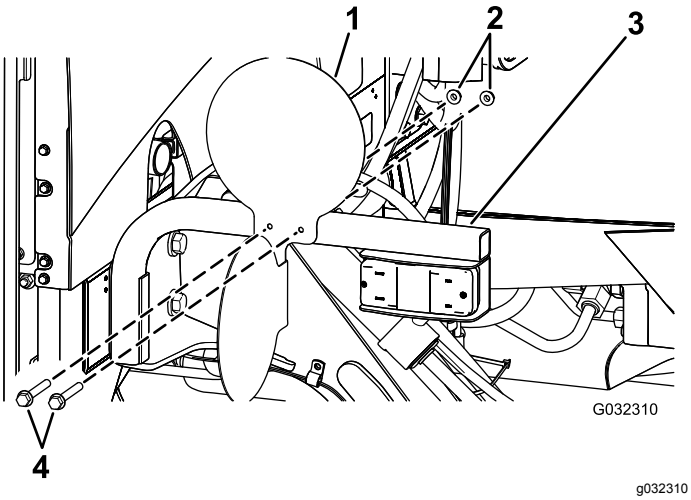

Figure 35
2. Fixez les plaques sur les supports du kit d'éclairage au moyen des 4 vis à tête hexagonale (1/4" x 2½") et 4 contre-écrous (1/4"), comme montré à la Figure 35.